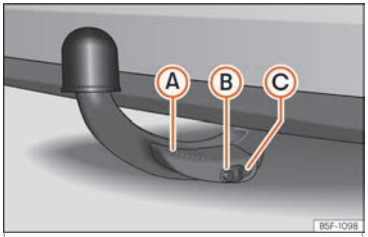

Fig. 298 Detachable ball properly attached.
• Lever Ⓐ ››› Fig. 298 is fully raised.
• The release bolt Ⓑ ››› Fig. 298 is sticking fully out (the red and green part is visible).
• Cover Ⓒ ››› Fig. 298 is placed over the lock.